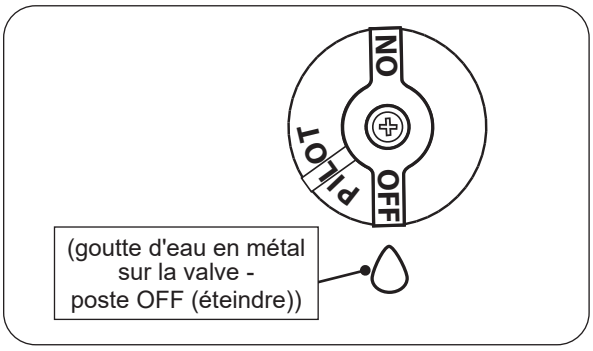

Fig. 47-2 Arrêt du pilote
2. Localisez la vanne sur le côté de l'unité. Pousser le gazbouton de commande légèrement et tourner dans le sens des aiguilles d'une montre ↷ sur **OFF** (éteindre) (voir Fig.47-2).
Appuyez légèrement sur le bouton de contrôle et tournez-le dans le sens des aiguilles d'une montre ↷ pour **OFF** (éteindre). Ne force pas. Voir Fig.47-2.